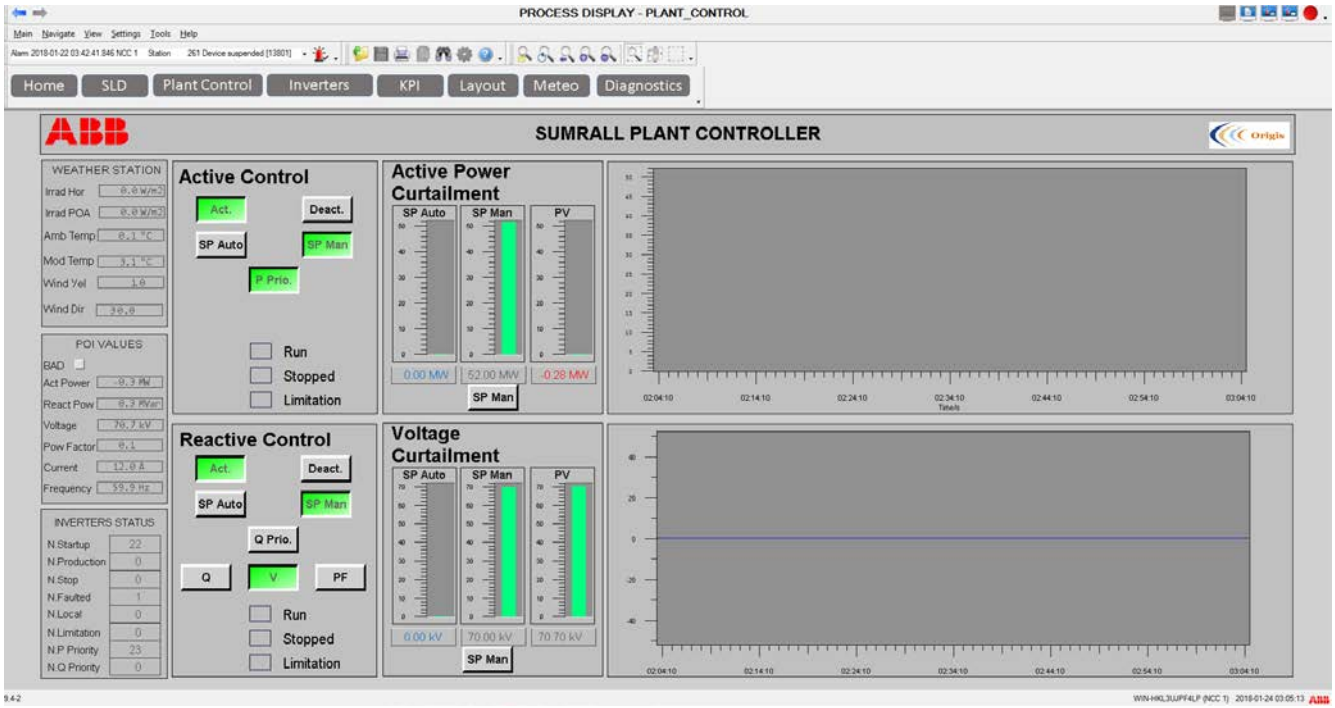
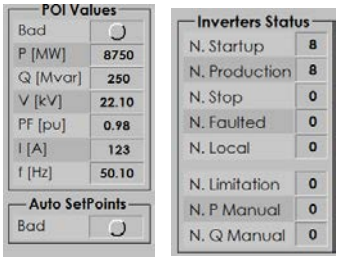
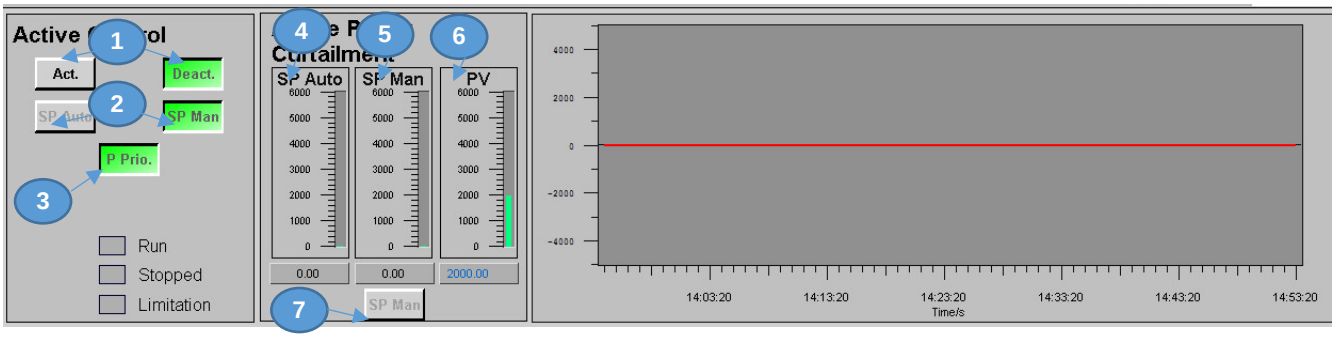
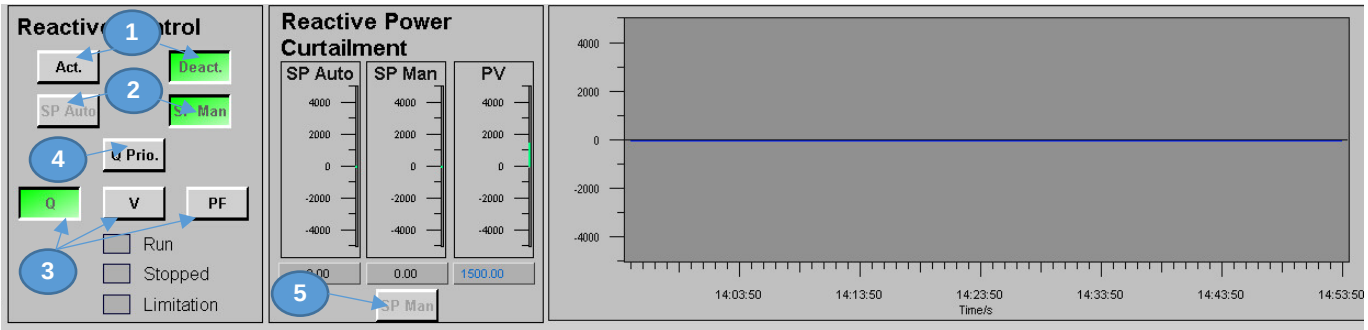

Figure 4-4 Main Plant Control HMI
Figure 4-5 POI and Inverter Status
Figure 4-6 Active Power Limitation
Figure 4-8 Reactive Power Control
Main control mimic displays (Figure 4-4) shows, starting from the left, all real time information about measures at POI, the status of the connection with the Central Dispatch Center (TSO), the statues for the inverters (Figure 4-5). Then there are the two area for the management of the Active Power limitation (Figure 4-6) and for the Reactive Power Control (Figure 4-8).
On the first box there are the buttons for activation and deactivation of the active power limitation (ref.1 on Figure 4-6). The green color will be applied to the button in order to show the actual status.
On the second box there are the buttons for activation ad deactivation of the reactive power (ref.1 on Figure 4-8). The green color will be applied to the button in order to show the actual status.